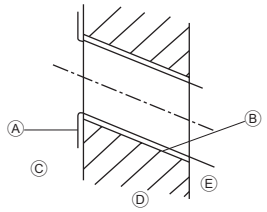

Fig. 3-4
3.2.2. Boru deliğinin delinmesi (Fig. 3-4)